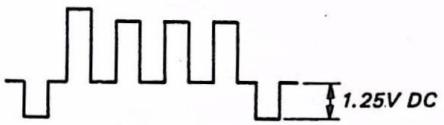

Fig. 12
2. *Adjust RV305 so the waveform on pin (32) (B out) of IC302 will be as shown in the Fig. 12.*